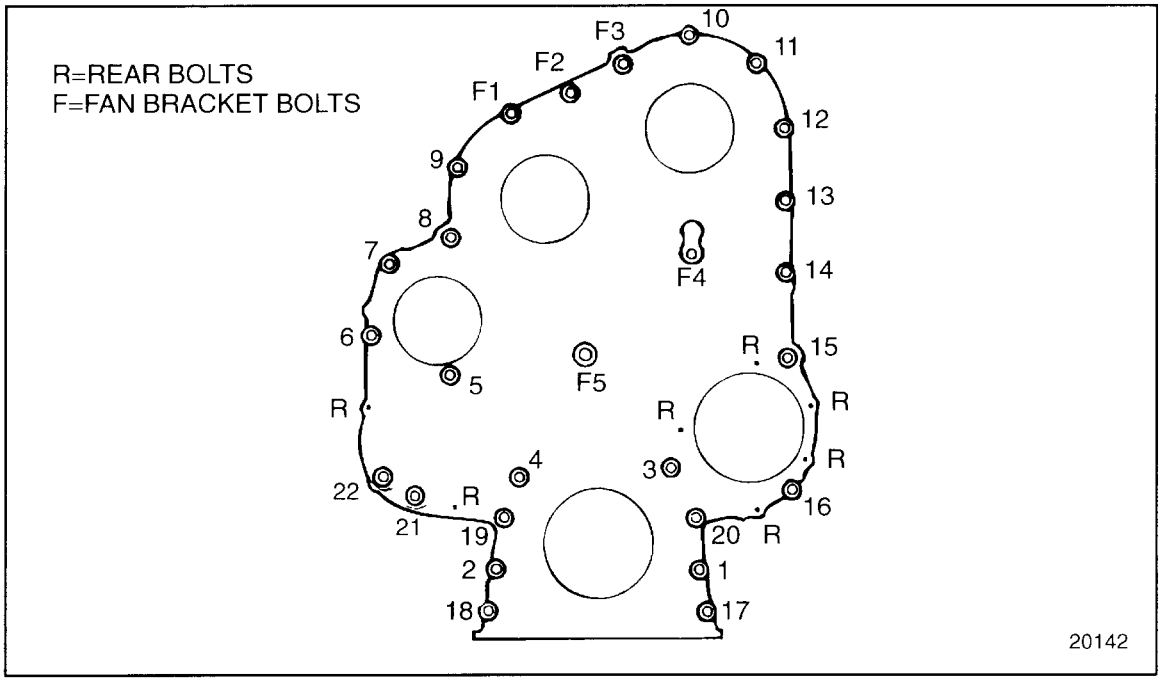

Figure 8-12 Gear Case Cover Mounting Bolt Locations
12. To prevent sags and low points, secure the vent line with the hose clip. Remove the gear case cover mounting bolt on the right side of the lifter bracket (bolt No. 12 – see Figure 8-12). Attach the hose clip to the bolt, reinstall, and torque the bolt to 58–73 N·m (43–54 lb·ft).
12. To prevent sags and low points, secure the vent line with the hose clip. Remove the gear case cover mounting bolt on the right side of the lifter bracket (bolt No. 12 – see Figure 8-12). Attach the hose clip to the bolt, reinstall, and torque the bolt to 58 –73 N·m (43–54 lb·ft).